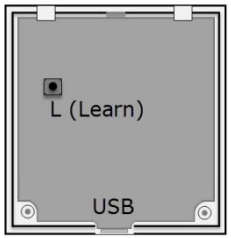

Figure 5
NOTE: EnOcean devices have a "Learn" button. Learn buttons are typically accessed through a small hole on the side or back of the device (see Figure 5). Learning EnOcean devices in and out of the model 17200 RCN is accomplished using buttons and LED indicators on the 17200 PCB and then pressing the Learn button on the EnOcean device.
4. Short button press (<1 sec) of the “learn button” on the back side of the thermostat, see Figure 5. (Short press, don’t hold the learn button.)